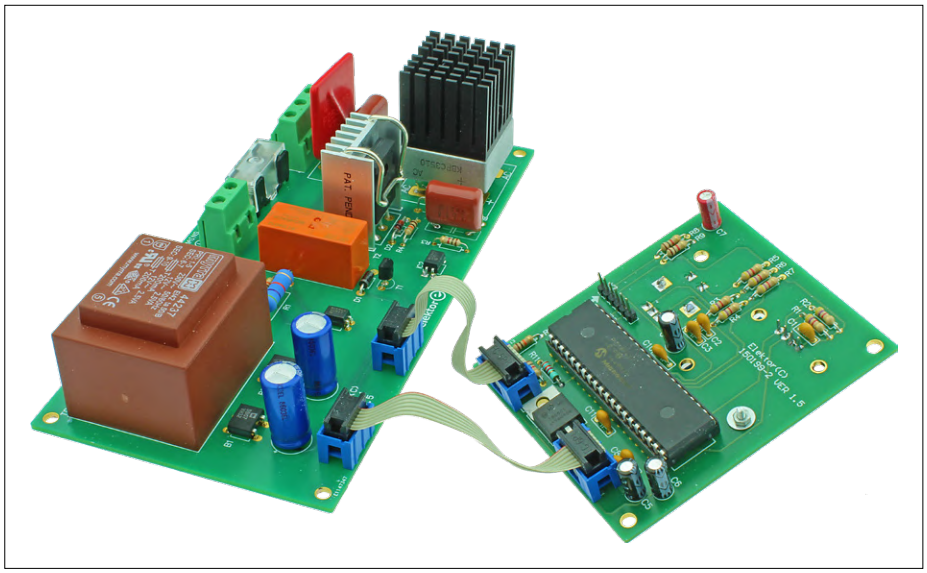

Figure 6. La carte µC et la carte électronique de puissance connectées par deux câbles plats à 6 brins.
- Interconnectez les cartes avec les deux câbles plats IDC à 6 brins (**fig. 6**).